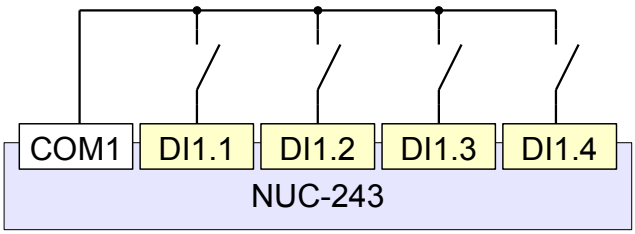

Рисунок 10 - Подключение сухих контактов
4.3.3 Контроллер NUC-243 X1.**24П**.X3.X4.X5-nnn комплектуется дискретными входами с внутренним питанием постоянным напряжением 24 В. Сухие контакты датчиков можно подключать к дискретным входам непосредственно, без использования внешнего (дополнительного) источника питания, см. рисунок 10. Требования к сухим контактам указаны в п. 2.2.